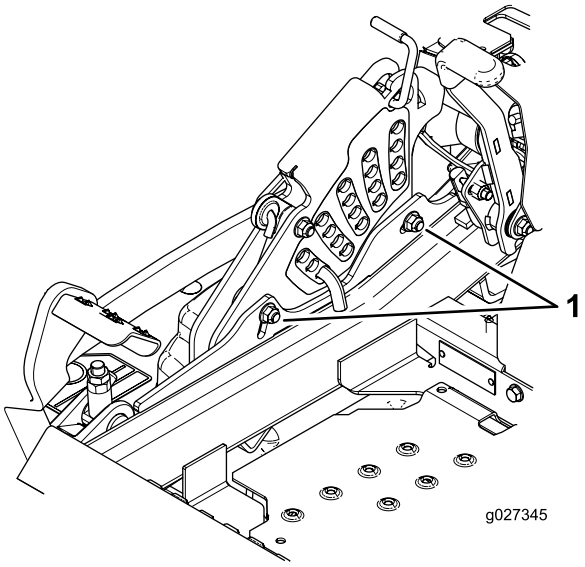

Figuur 90
12. Om het enkelpuntssysteem af te stellen, moet u de twee bouten onderaan de maaihoogteplaat losdraaien. Zie Figuur 90.
14. Draai de twee bouten aan de onderzijde van de maaihoogteplaat vast (Figuur 90). Vastdraaien met een torsie van 37 tot 45 Nm.